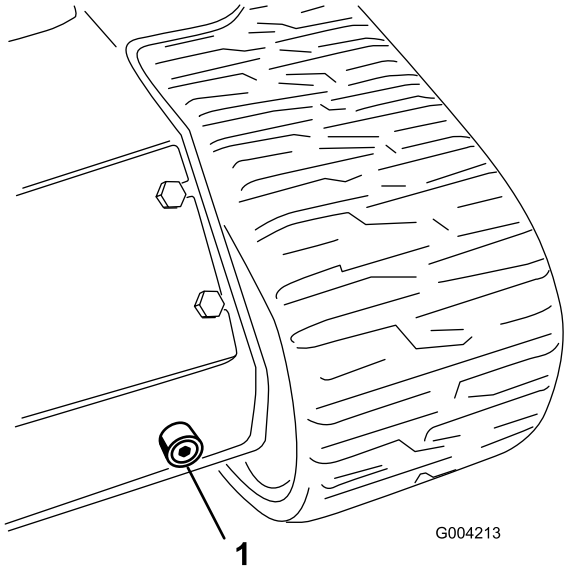

Figuur 56
6. Plaats een grote opvangbak (geschikt voor ruim 50 liter) onder de aftapplug aan de voorzijde van de tractie-eenheid (Figuur 56).
7. Verwijder de aftapplug zodat de olie in de opvangbak kan lopen (Figuur 56).